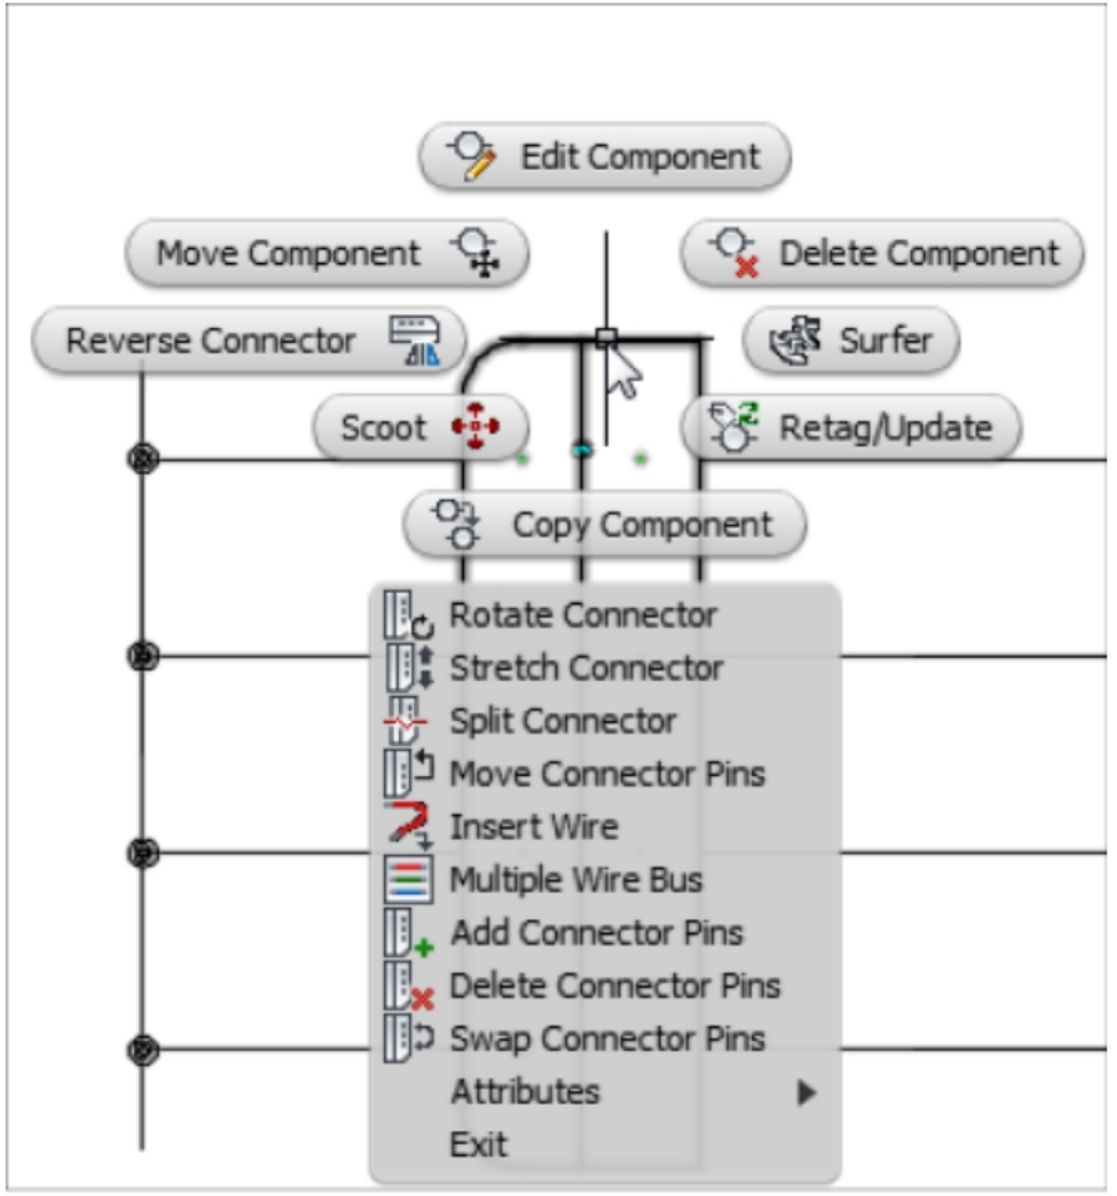

Figure-34. Menu for connector
- Select the connector and right click on it. A shortcut menu will be displayed as shown in Figure-34.